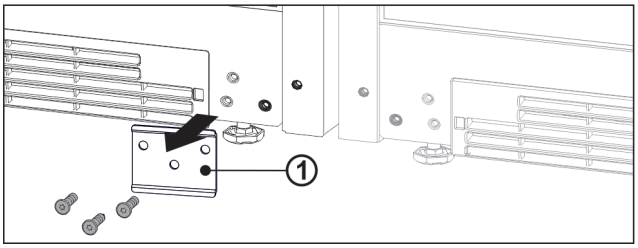

Fig. 14
▶ Dacă este implementată placa de tablă *Fig. 14 (1)*, deșurubați placa de tablă.